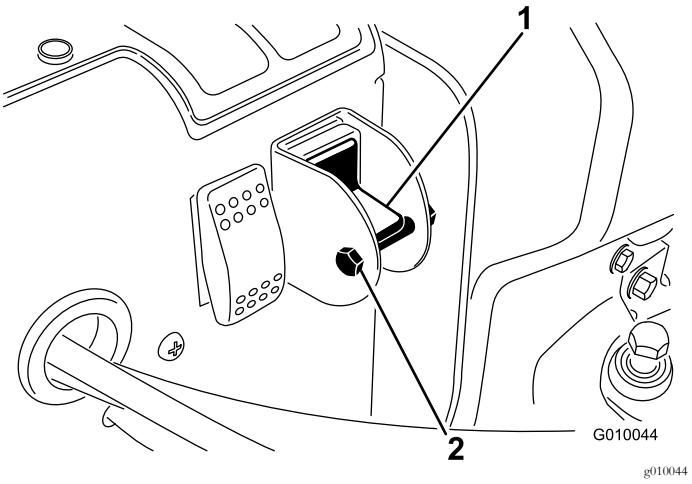

Rysunek 29
4. Odkręć śrubę i nakrętkę zabezpieczającą z przełącznika (Rysunek 29).